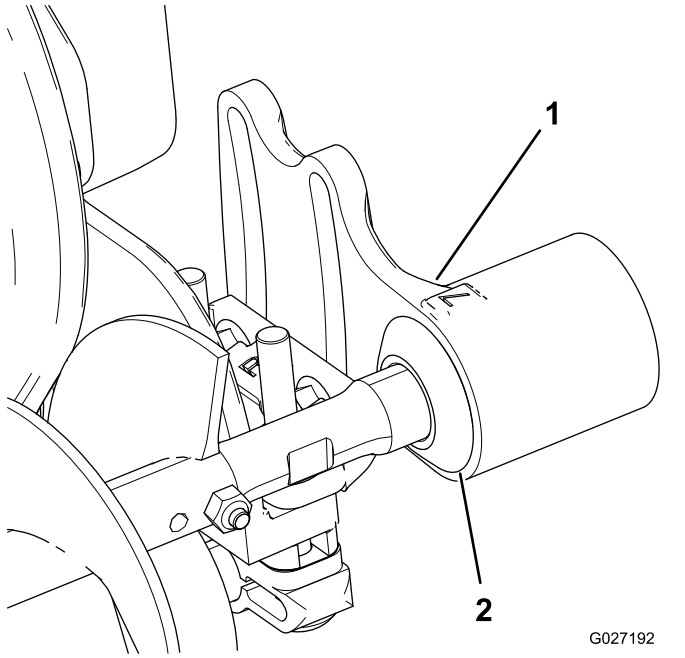

Figur 10
1. Før hver pakning utover til kantforseglingene er i lett kontakt med hvert lagerhus (Figur 10).